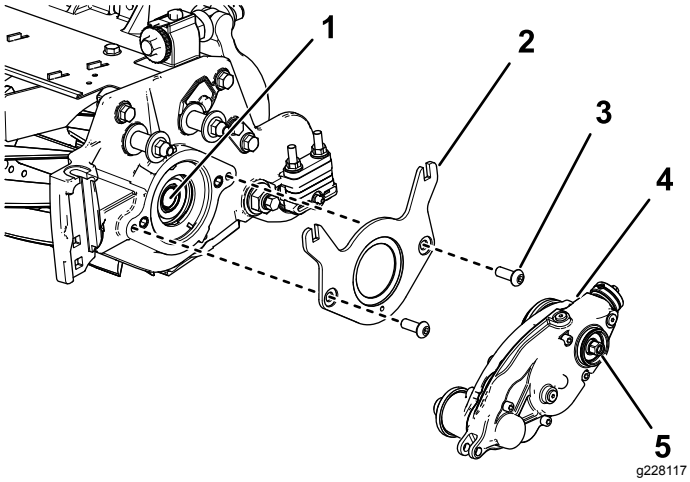

Rysunek 8
2. Zainstaluj wspornik obciążników do wirnika za pomocą 2 śrub z łbem soczewkowym i gniazdem sześciokątnym (⅜ x ¾ cala) w sposób pokazany na Rysunek 8.
3. Nałóż środek do zabezpieczenia gwintów o średniej mocy (np. Niebieski Loctite® 243) na gwinty wewnętrznego wału wirnika (Rysunek 8).
4. Zamontuj przekładnię napędu urządzenia pielęgnującego do wału wirnika (Rysunek 8), używając śruby z łbem sześciokątnym znajdującej się w przekładni.